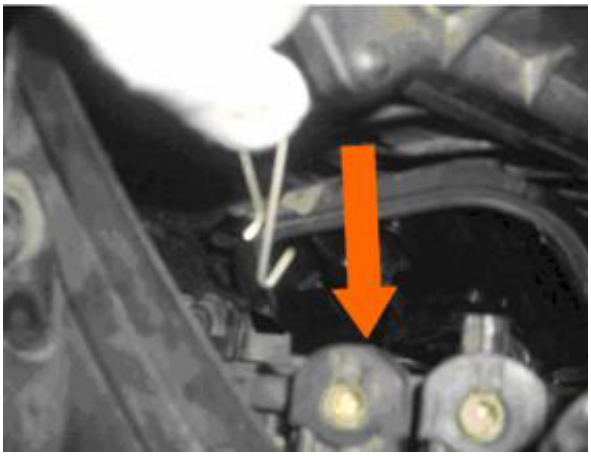

Ilustración 7: Vista del clip de sujeción con referencia de pieza original **3R0 941 057 A.**
- **A)** Correcta orientación de posición del clip, (vean la ilustración 7).